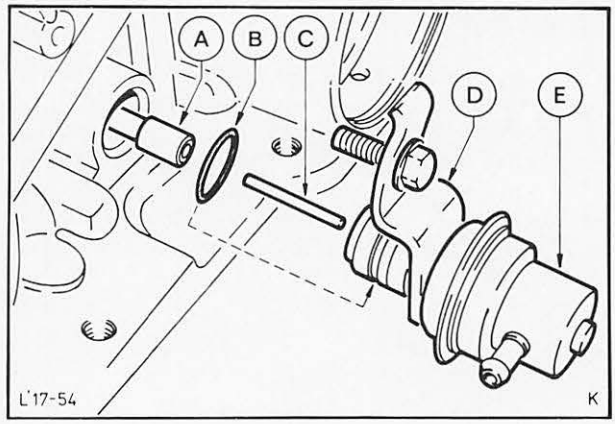

Abb. 57 Vakuummembrane ausbauen
15. Erst großen Sicherungsring vom hinteren Planetenträger entfernen. Abb. 57.
19. Halter – Vakuummembrane vom Getriebegehäuse abschrauben. Vakuummembrane und Steuerstift entfernen, anschließend Drosselventil mit Hilfe eines Stabmagneten aus dem Gehäuse ziehen. O-Ring von der Membrane abnehmen. Abb. 57.